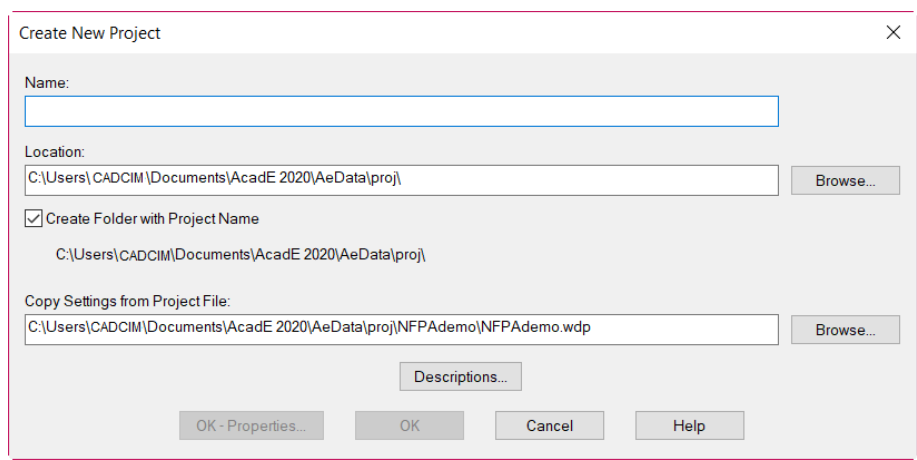

Figure 2-56 *The* ***Create New Project*** *dialog box*
3. In the **PROJECT MANAGER**, make sure the **Projects** tab is chosen. Next, choose the **New Project** button; the **Create New Project** dialog box is displayed, as shown in Figure 2-56.